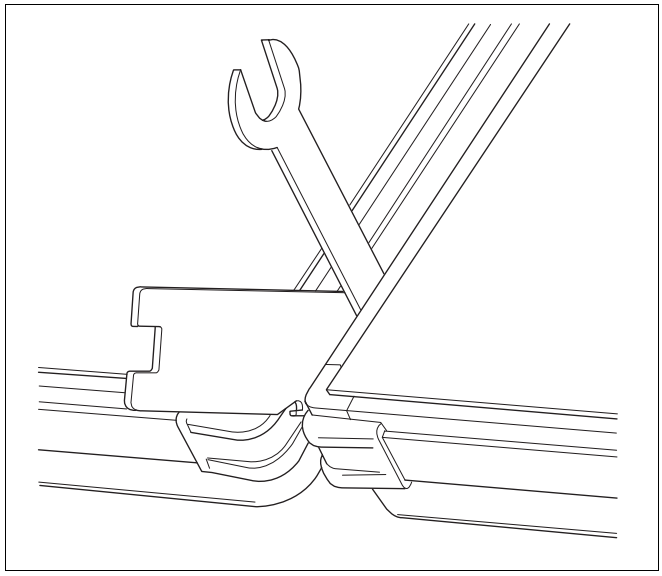

Afb. 44 Verbinding tussen twee collectoren maken
- Trek de koppeling met behulp van de montagesleutel SW 27 (afb. 44) handvast aan. Houd tegelijkertijd tegen met een steeksleutel SW 17. Het draaimoment zou 40–50 Nm moeten bedragen.